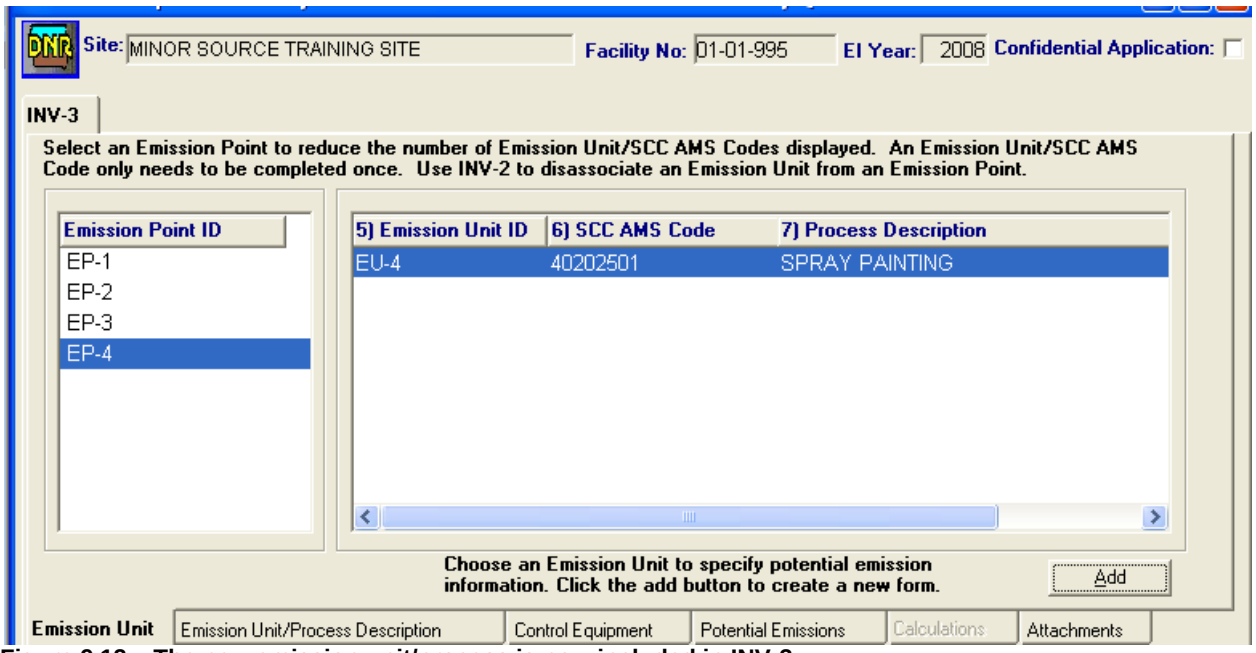

Figure 9.12 – The new emission unit/process is now included in INV-3
6. After saving the information just entered, click **X** on the top right corner to bring the emission unit/process to **INV-3** (see Figure 9.12).